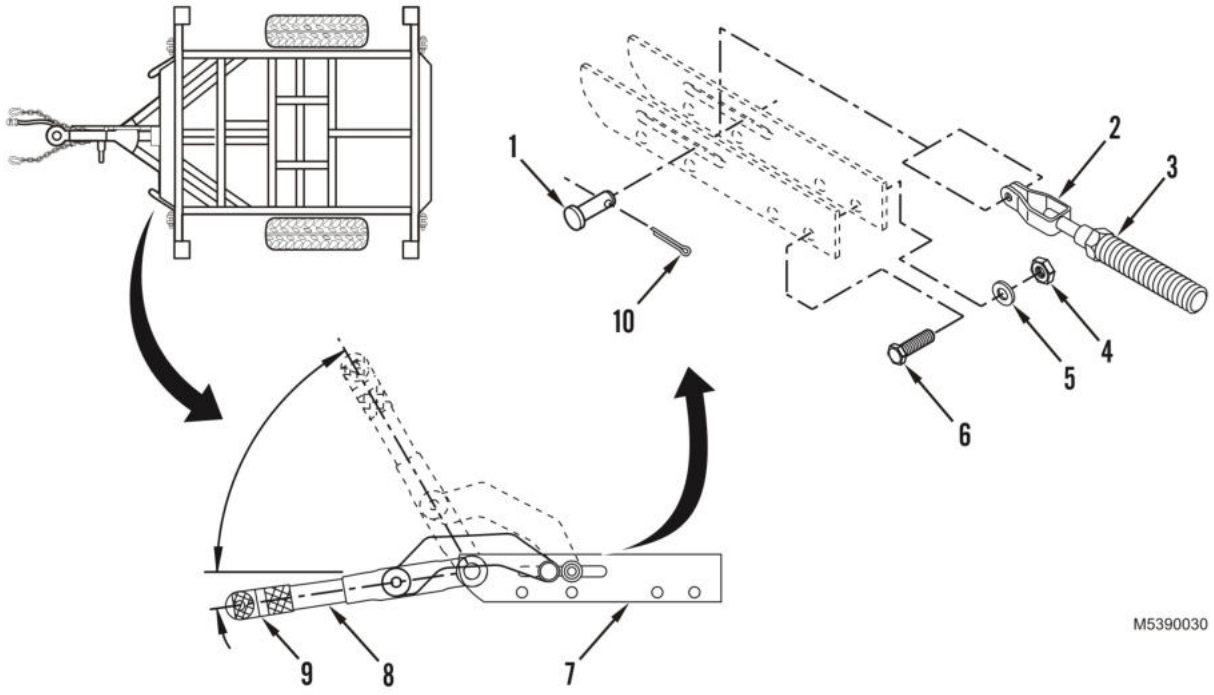
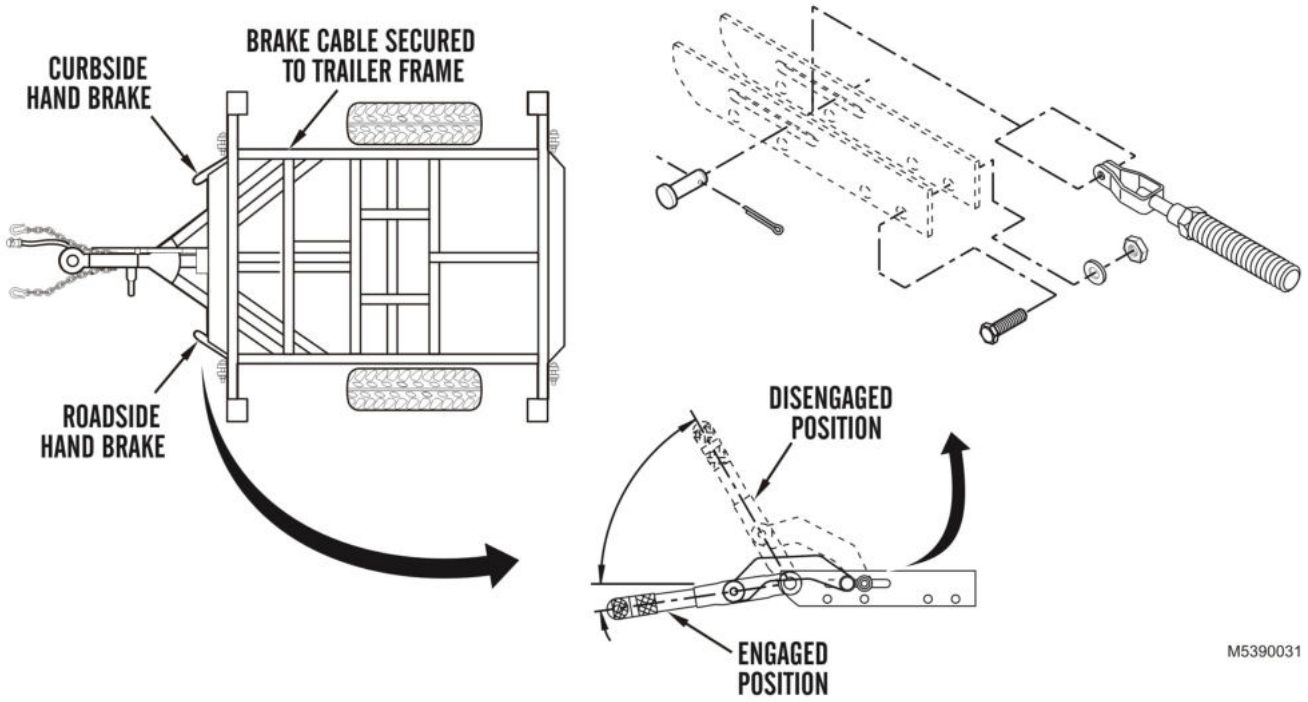

Figure 3. Handbrake Lever Installation.
Figure 4. Handbrake Lever Engaged/Disengaged.
1. Connect handbrake lever (Figure 3, Item 8) to cable end (Figure 3, Item 2).
2. Install two capscrews (Figure 3, Item 6), two washers (Figure 3, Item 5), and two new locknuts (Figure 3, Item 4) securing handbrake lever assembly (Figure 3, Item 7) to frame.
3. Install clevis pin (Figure 3, Item 1) in handbrake lever assembly (Figure 3, Item 7), securing handbrake cable (Figure 3, Item 2) and handbrake cable sheath (Figure 3, Item 3) to handbrake lever assembly.
4. Install new cotter pin (Figure 3, Item 10) in clevis pin (Figure 3, Item 1).
5. Turn adjustment knob (Figure 3, Item 9) clockwise until handbrake lever (Figure 3, Item 8) has one-third slack travel from the disengaged position to the engaged position (Figure 4).